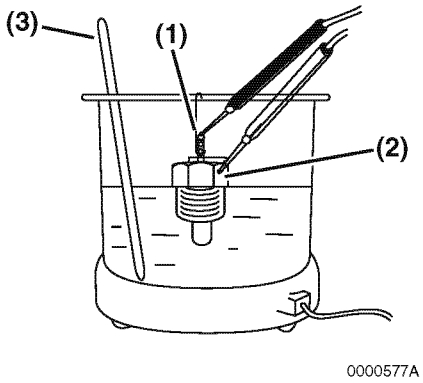

Figure 8-9
1. Check for proper operation of the temperature switch. Connect a continuity light or ohmmeter to the temperature switch. Connect one lead to the terminal of the switch **(Figure 8-9, (1))** and the other lead to the metal portion of the switch **(Figure 8-9, (2))**.
2. Place the temperature switch and an accurate thermometer **(Figure 8-9, (3))** in engine coolant.